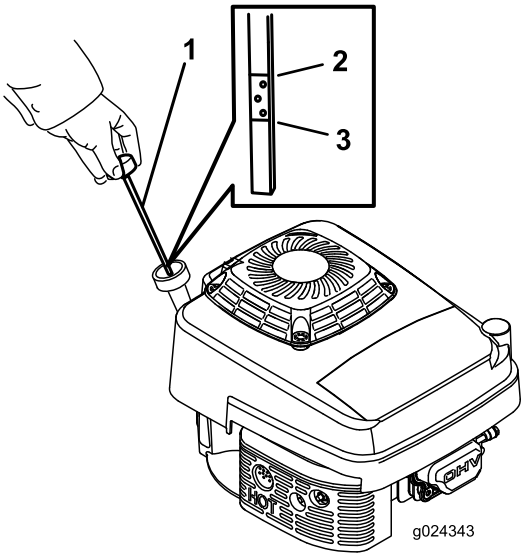

Figuur 8
Controleer voor elk gebruik of het oliepeil tussen de markeringen Bijvullen en Vol op de peilstok staat (Figuur 8).
2. Maak de omgeving van de peilstok schoon (Figuur 8).